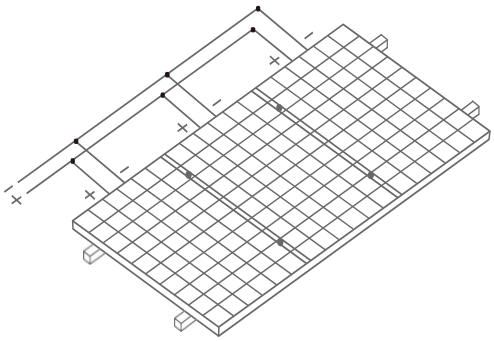

Figure 19 Connection in parallel
- When connected in parallel, the output current of the whole string of modules is equal to the sum of the current of each branch module or module string (the parallel connection mode is shown in Figure 19). Each string of modules shall be equipped with a fuse. The reference formula for the maximum number of modules in parallel connection: maximum protective current/(1.25 * short-circuit current). Please refer to the national or regional or local specifications for details.